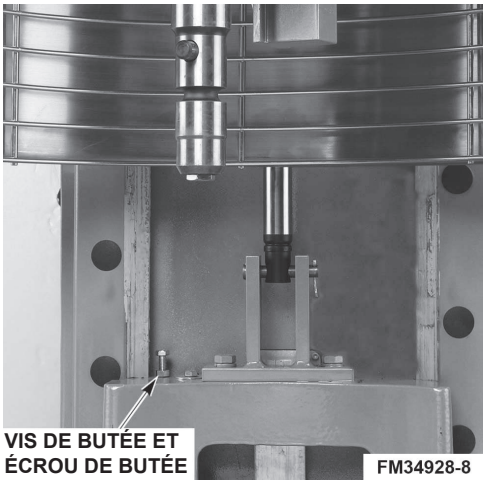

Fig. 12
- Desserrez l'écrou de blocage inférieur (Fig. 12) et tournez la vis de butée dans le sens anti-horaire pour augmenter le dégagement ou dans le sens horaire pour le diminuer.